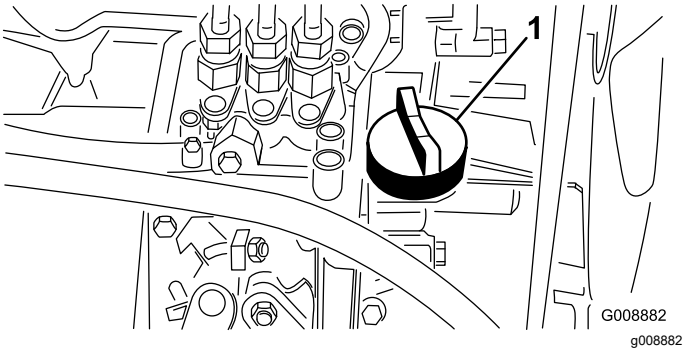

Figur 29
4. Hvis oljenivået er lavt, må du ta av oljelokket (Figur 29) og gradvis helle på små mengder olje, samtidig som du sjekker nivået, til det når opp til Full-merket på peilestaven.